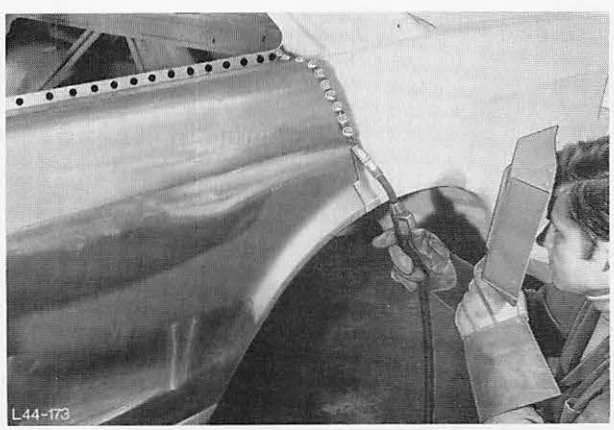

Abb. 206 Schnittstelle schutzgasschweißen
24. Seitenwand – Teileinsatz an Schnittkante sowie am Türschweller innen und außen schutzgasschweißen, Abb. 206.